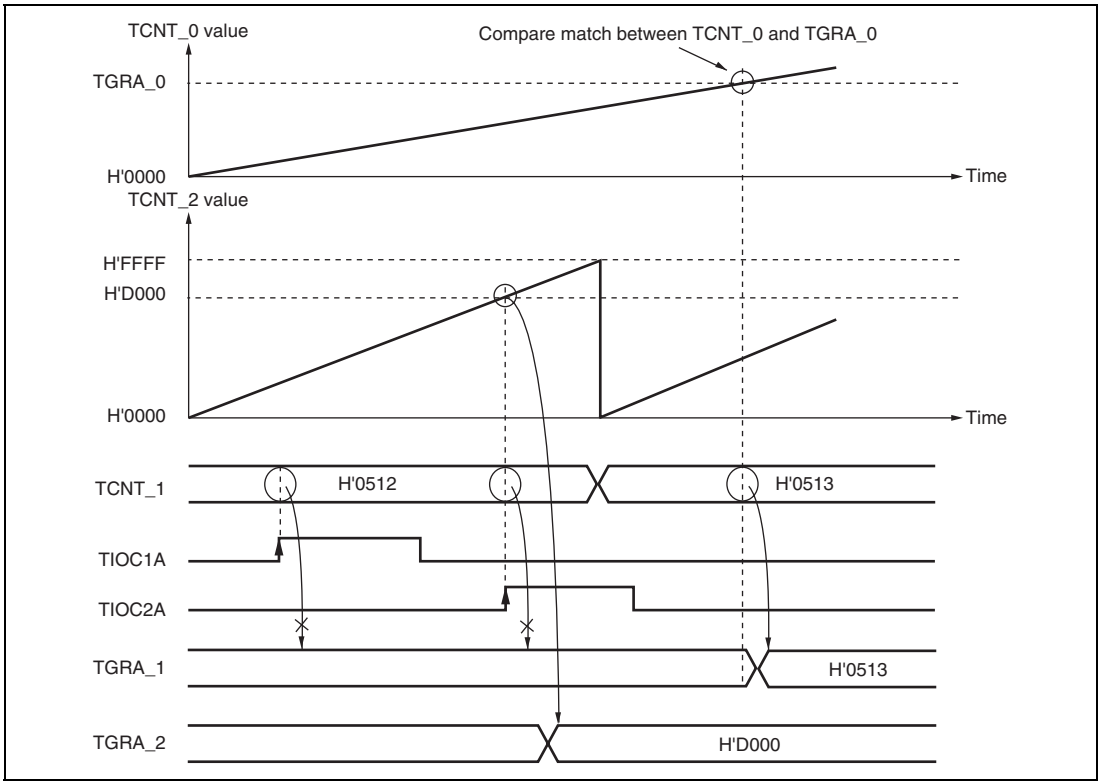

**Figure 10.24 Cascaded Operation Example (d)**
**Cascaded Operation Example (d):** Figure 10.24 illustrates the operation when TCNT_1 and TCNT_2 have been cascaded and the I2AE bit in TICCR has been set to 1 to include the TIOC2A pin in the TGRA_1 input capture conditions. In this example, the IOA0 to IOA3 bits in TIOR_1 have selected TGRA_0 compare match or input capture occurrence for the input capture timing while the IOA0 to IOA3 bits in TIOR_2 have selected the TIOC2A rising edge for the input capture timing.